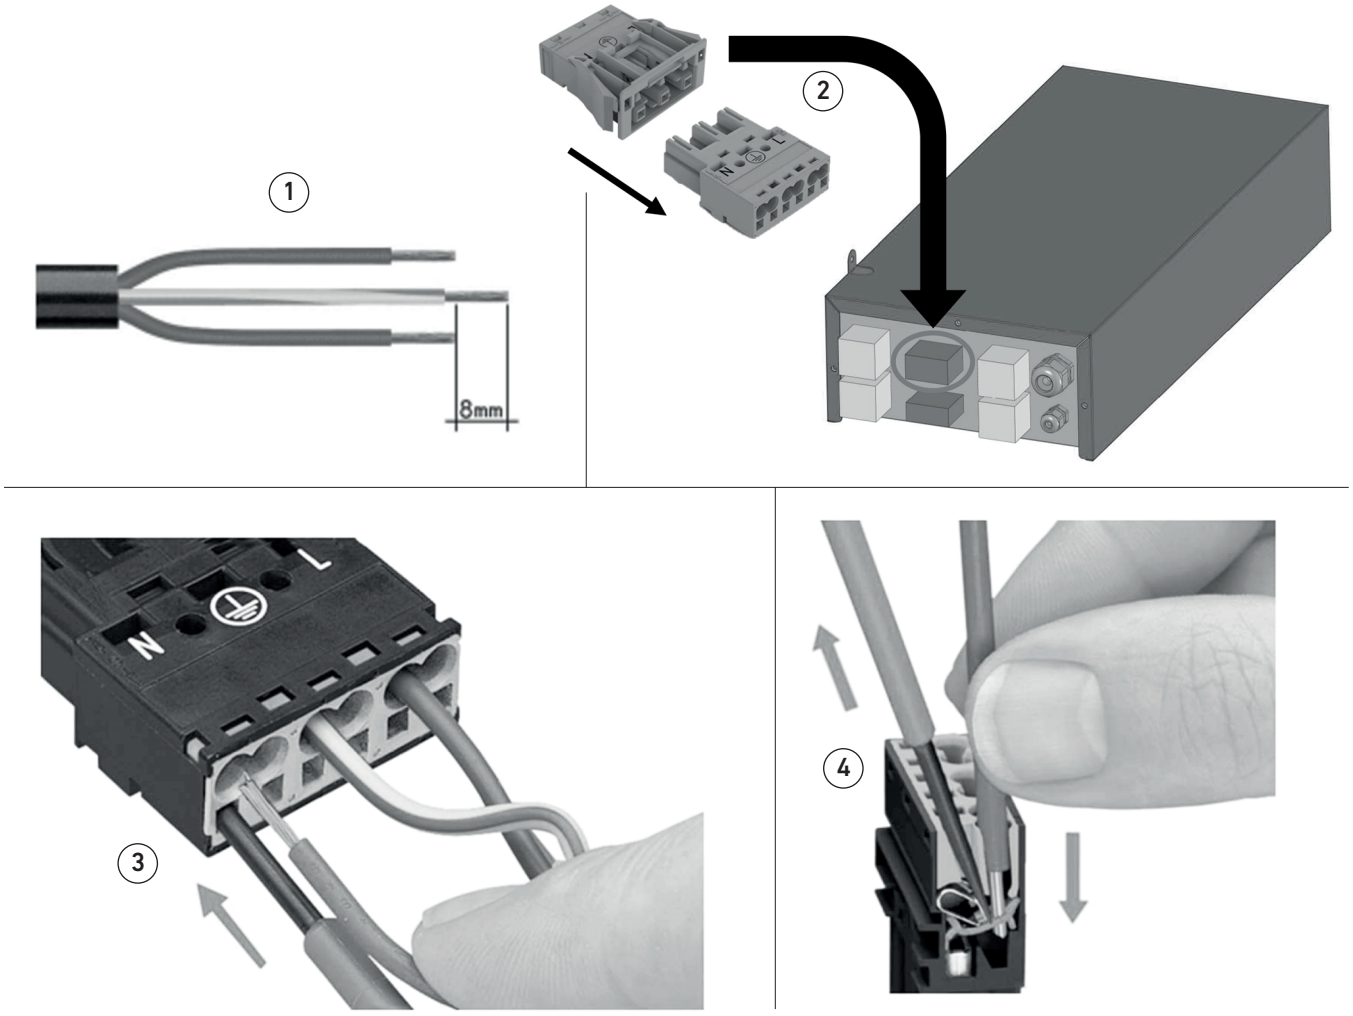

fig. 17
- Provide a suitable electrical cable for the equipment., stripping the external insulation of about 55 mm, strip the phase (L), neutral (N) and ground (⏚) cables of about 8 mm, leaving the earth cable slightly longer than the other two (fig. 17 part. 1);
- Disconnect the 3-pin male connector from the female connector as indicated in fig. 17 part. 2, use a shear screwdriver with a blade length of about 2,5 mm to open the clamp of the connector and insert the stripped cable into the appropriate cavity (phase in L, neutral in N and ground in ⏚) until a stop (fig. 17 part. 3);
- Remove the screwdriver to close the clamp of the connector and make sure that the cable has been secured correctly trying to pull it slightly (Fig. 17 part. 4), if the fastening is correct the bare parts of the cable must not slip out of the connector seat;